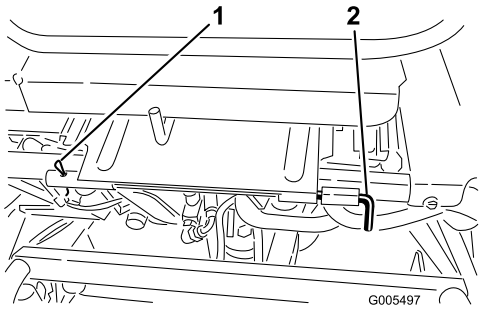

Figur 33
3. Sænk sædet, og fjern låseclipsen, der holder sædedrejestangen på stellet (Figur 33).